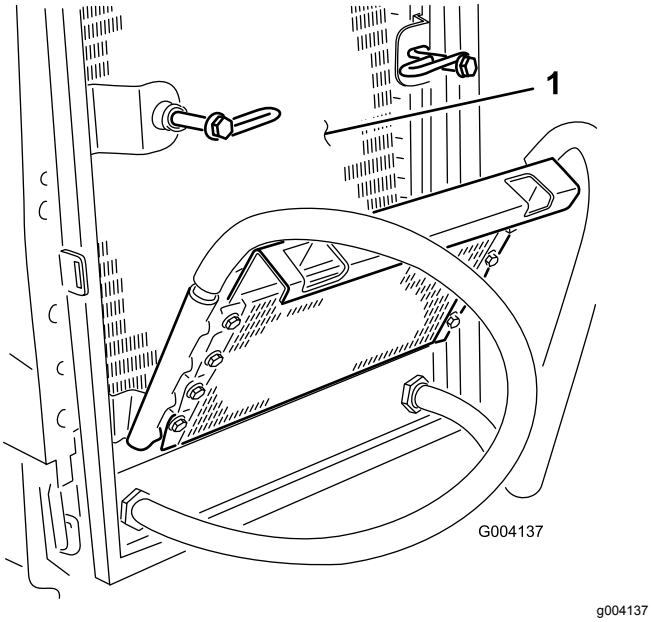

Figur 64
6. Rengör noga på båda sidor om oljekylaren och kylaren (Figur 64) med tryckluft.